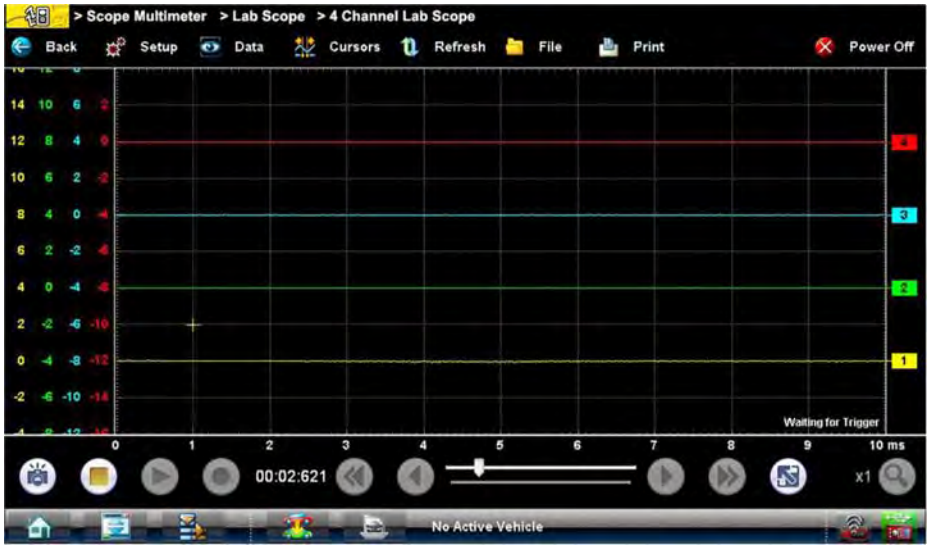

Figure 8-22 *Sample grid selected*
- **Show Grid**—switches grid lines on the screen off and on (Figure 8-22).
- **1 window**—shows all traces on the same screen (Figure 8-22).